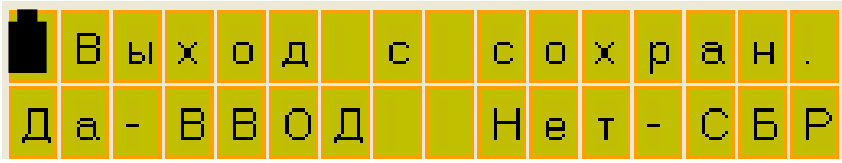

Рисунок 19
2.4.9.8 Чтобы не вводить пароль заново при выключении-включении изделия при верно введенном пароле запомнить пароль. Для этого выбрать меню **ВыклСохр** или при выключении изделия нажать кнопку **СБРОС** из основного меню. Нажать **ВВОД** (см. рисунок 19) для выключения изделия с сохранением пароля. **СБРОС**-выход без сохранения: